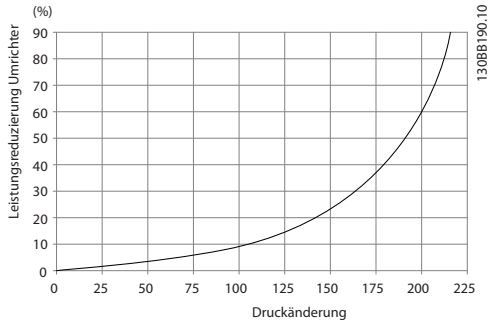

Abbildung 3.33 Baugrößen F1, F2, F3, F4 Leistungsreduzierung vs. Druckänderung
1. Wenn externe Lüftungsbaugruppen am Abluftkanal des Frequenzumrichters montiert werden, entsteht ein zusätzlicher Gegendruck, der die Kühlung des Frequenzumrichters reduziert. Reduzieren Sie die Leistung des Frequenzumrichters entsprechend der reduzierten Kühlung. Berechnen Sie zunächst den Druckabfall, und schauen Sie anschließend in *Abbildung 3.31* bis *Abbildung 3.33* nach.
1. Wenn externe Lüftungsbaugruppen am Abluftkanal des Frequenzumrichters montiert werden, entsteht ein zusätzlicher Gegendruck, der die Kühlung des Frequenzumrichters reduziert. Reduzieren Sie die Leistung des Frequenzumrichters entsprechend der reduzierten Kühlung. Berechnen Sie den Druckabfall, sehen Sie anschließend in *Abbildung 3.31* bis *Abbildung 3.33*.